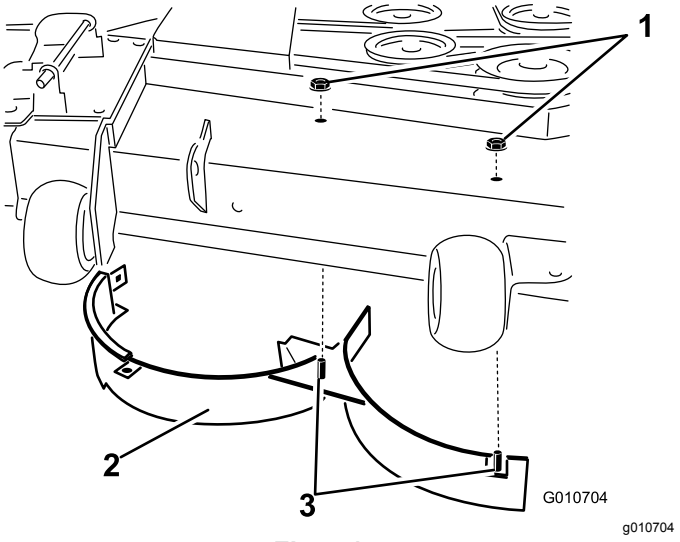

Figur 14
8. Fjern de to låsemutterne (5/16 tomme) som fester de sveisede tappene på den høyre skjermen til toppen av klippeenheten i midtre og høyre for midtre stilling (Figur 14).